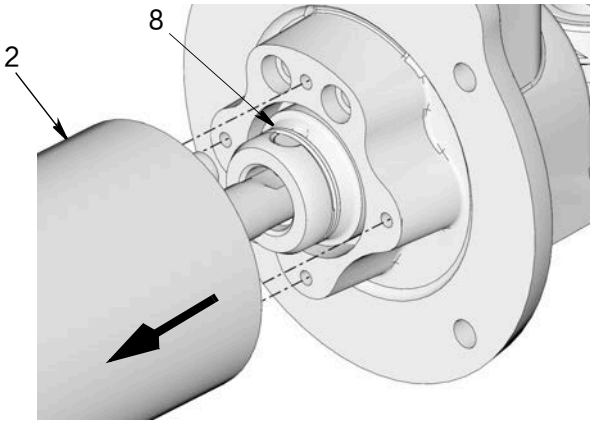

图 25
10. 向下拉泵适配器 (2)，以便访问固定弹簧 (8) (图 25)。